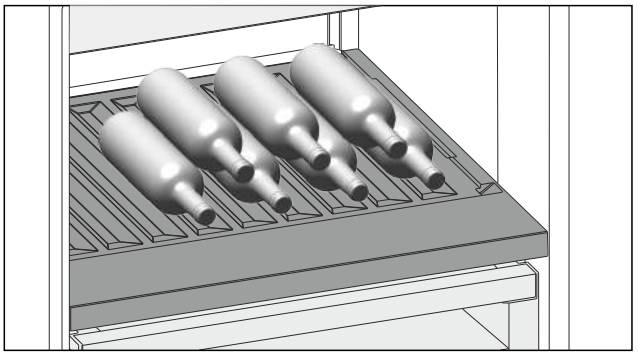

Fig. 125
- ▶ Introduzca las botellas con la base orientada hacia la pared posterior. (consulte Fig. 125)